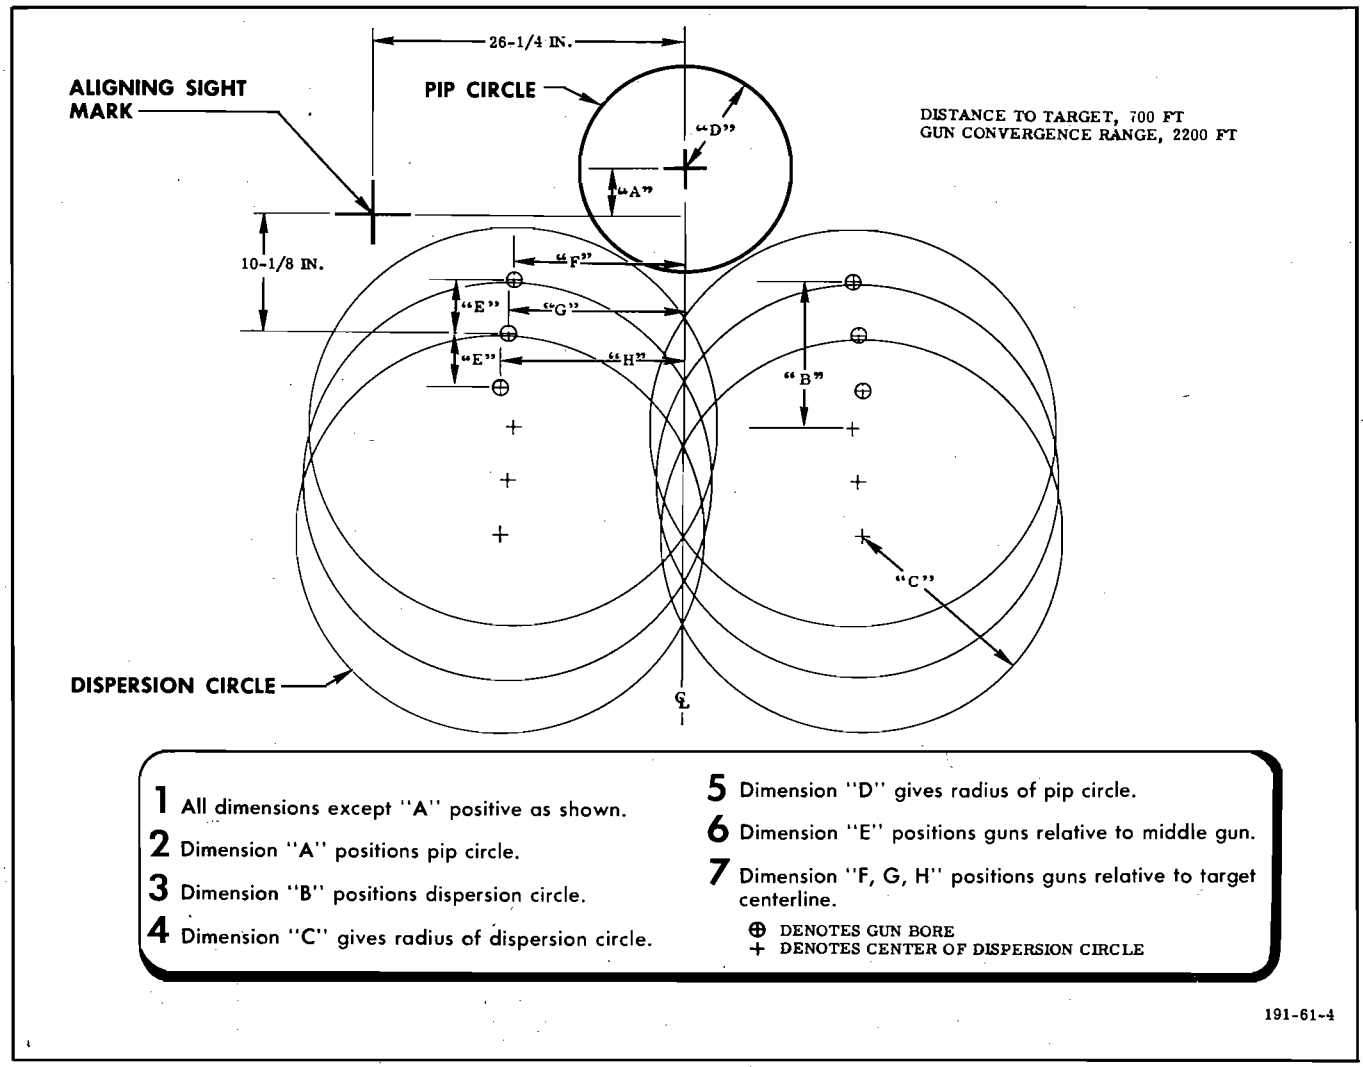

Figure 9-6. Converging Guns Firing-in Target
e. Location of the bullet dispersion circles will vary somewhat, depending on whether parallel (recommended) or converging harmonization is used. For parallel harmonization, find vertical location of a given dispersion circle by adding dimension of "B" (figure 9-5, example "B") to fixed vertical dimension of gun bore relative to aligning sight mark. The lateral distance from the centerline is fixed at the values given in figure 9-5. Repeat for each gun. For converging harmonization, first find vertical position of dispersion circle of center guns by adding dimension "B" (figure 9-5) to the fixed gun dimension shown in figure 9-6. The vertical position of the dispersion circles, for the other two guns on each side of the airplane, are located